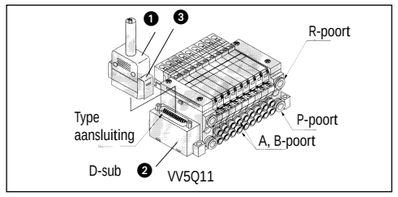

Afb. 6
Elektrische aansluiting van D-sub connector (afb. 6)
Steek de connector ❶ (afb. 6) in de behuizing ❷ (afb. 6).
Zorg ervoor dat de connector recht op de pennen in de behuizing ❷ vallen. Haal de twee borgschroeven ❸ aan (afb. 6).
1. Draai de twee borgschroeven 3 los (afb. 6). Trek de connector ❶ los (afb. 6).